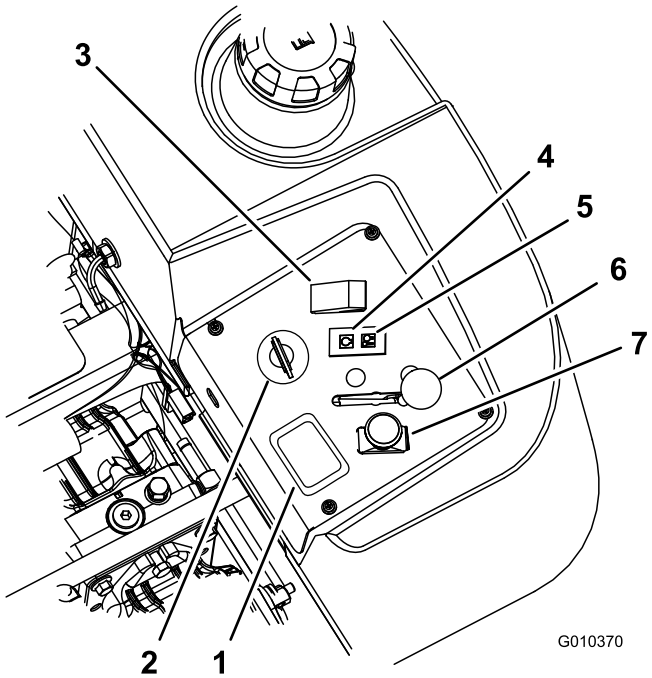

Rysunek 13
4. Ustaw przełącznik WOM (wału odbioru mocy) w położeniu wyłączonym (Rysunek 13).